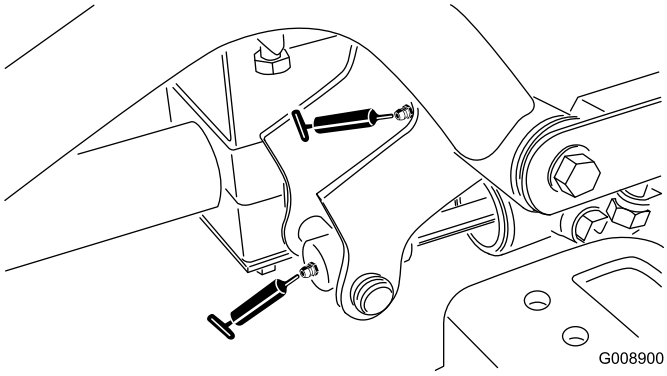

**Figur 36**
- Främre höger lyftarmstapp och lyftcylinder (2) (Figur 36)